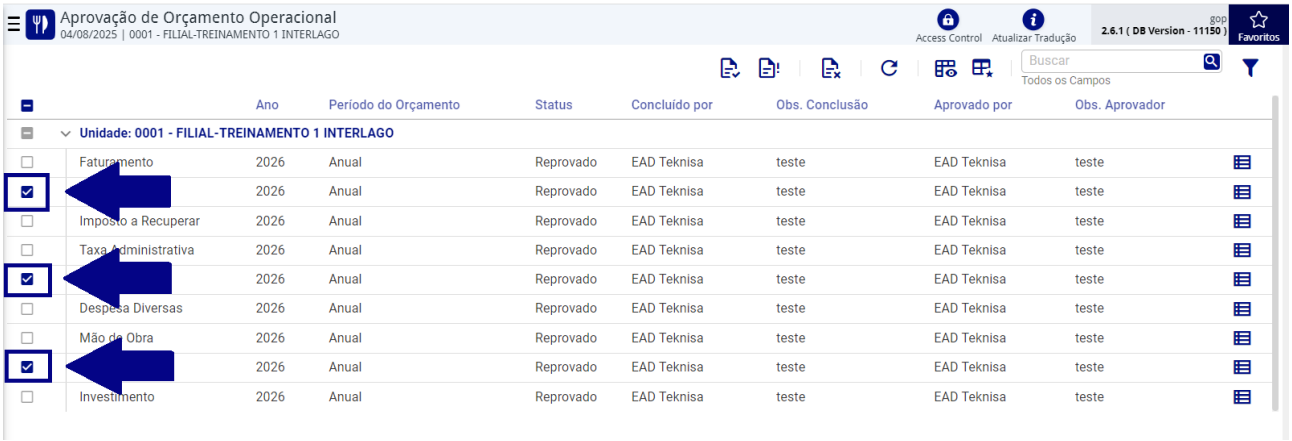

Figura 404: Seleção Item Operacional
- **Seleção Individual (por Item):** Para aprovar itens de forma seletiva, marque a **caixa de seleção** localizada à esquerda de cada item operacional (Figura 404) desejado.